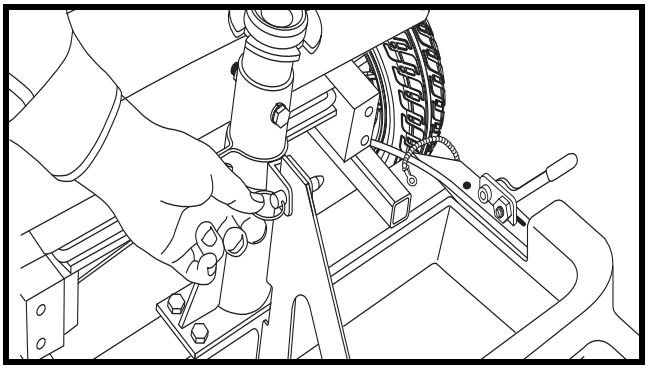

Figure 24. Frame Handle Ball Detent Pin
9. Remove the frame handle ball detent pin. **See figure 24.**